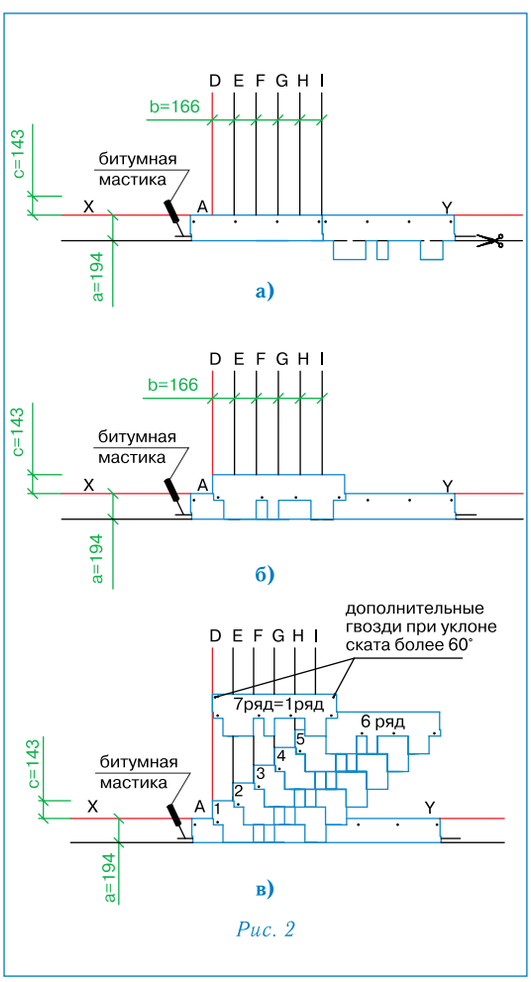

Рис. 2
Укладка материала *(рис. 2)*
- Начальный ряд формируется из листов черепицы с обрезанными лепестками. Полученные таким образом полосы шириной 19,4 см укладываются по линии карниза в обе стороны от линии I (рис. 2а) и фиксируются по нижнему краю битумной мастикой, а по верхней кромке 4 гвоздями (ось гвоздей на 5 см ниже верхнего края полосы);
- далее первый ряд черепицы укладывается от линии AD (рис. 2б);
- второй ряд укладывается от линии E (со смещением 16,6 см от AD) (рис. 2в);
Каждый лист черепицы крепится 4 гвоздями таким образом, чтобы гвоздь прошивал и верхний край низлежащего листа черепицы (рис. 2в).